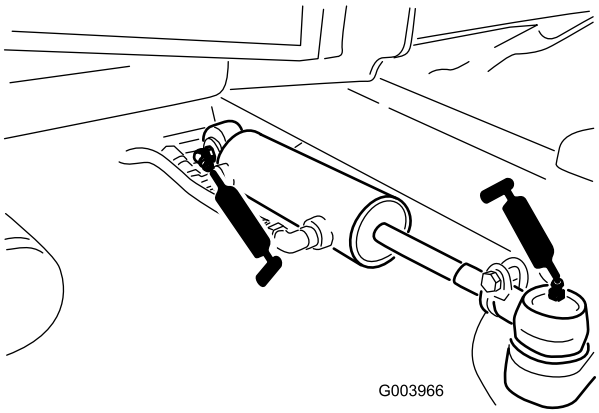

Figuur 50
- Kogelverbindingen van stuurcilinder (2) (Figuur 50)